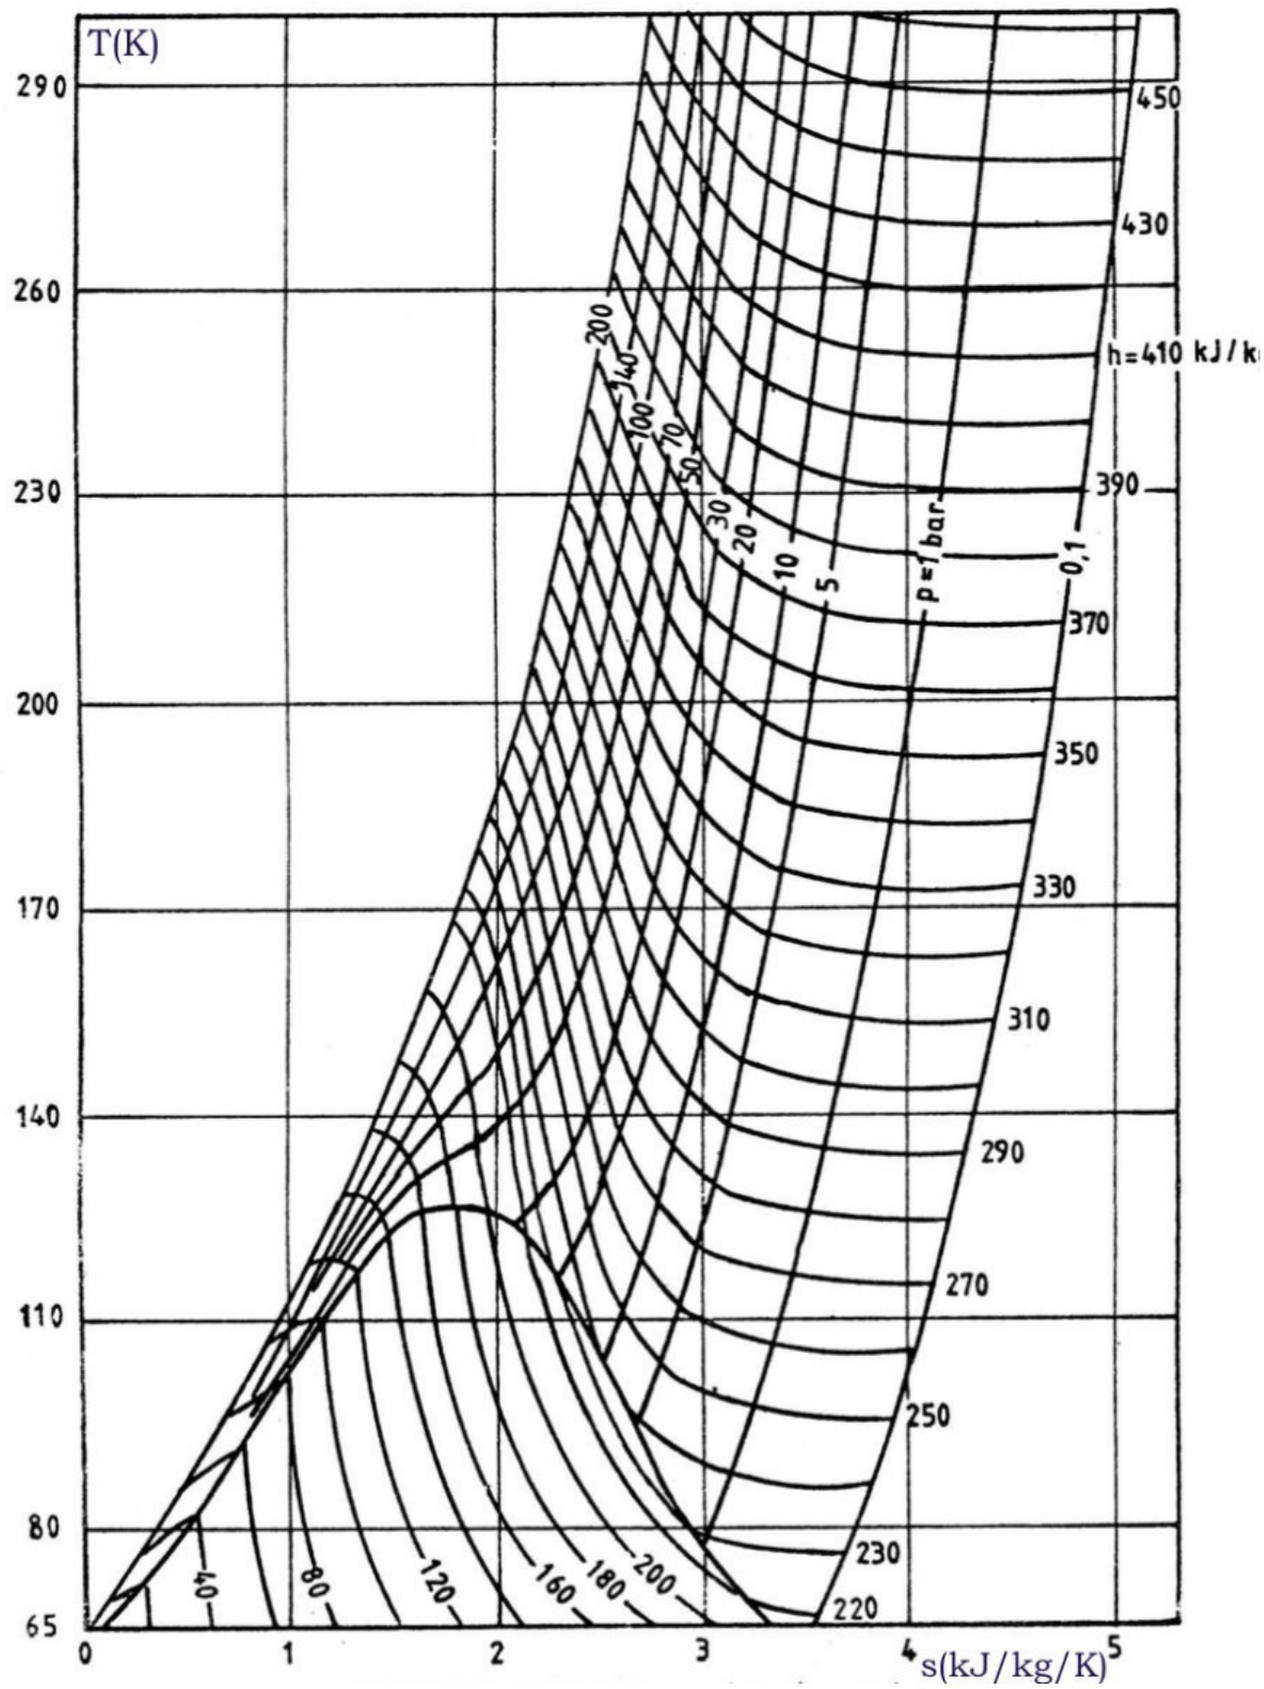

Figure 3 : Diagramme entropique du diazote (***À rendre avec le cahier de composition***).
La figure 3, donnée en fin d'énoncé, fournit le diagramme entropique du diazote (***à rendre avec le cahier de composition***). Sur ce diagramme les pressions sont en bar et les enthalpies massiques en $kJ.kg^{-1}$. À chaque utilisation du diagramme, il est demandé de justifier la réponse.
2.3. Placer sur le diagramme isentropique du diazote de la figure 3 les points A_1, A_2, A_3, A_4, A_5 et A_6 représentant respectivement les états E_1, E_2, E_3, E_4, E_5 et E_6 du diazote. Faire figurer sur le même diagramme les courbes représentant les différentes transformations. On justifiera les réponses.